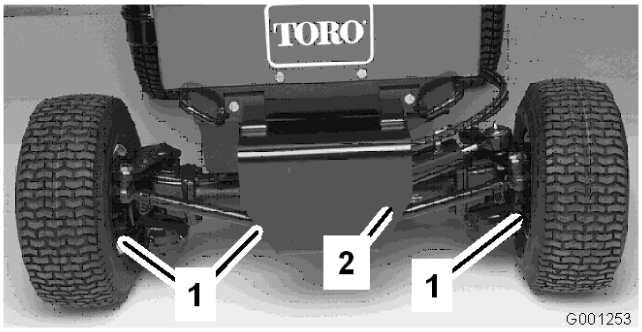

Figur 58
2. Ta bort de muttrar som säkrar en dragstångs kulled på monteringsfästet på axeln och koppla loss kulleden från axeln (Figur 58).